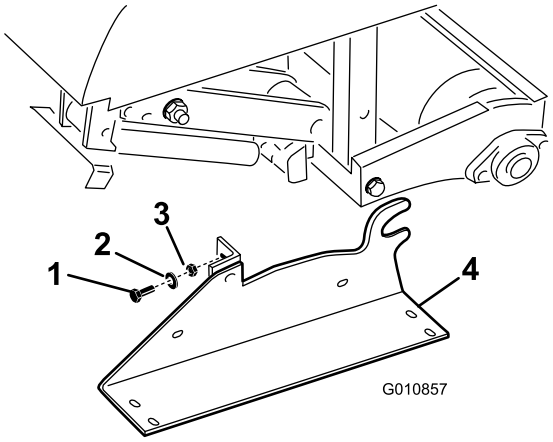

**Figuur 31**
2. Verwijder de bouten, borgringen en moeren waarmee de opslagstandaarden aan beide uiteinden van de beluchter zijn bevestigd (Figuur 31).